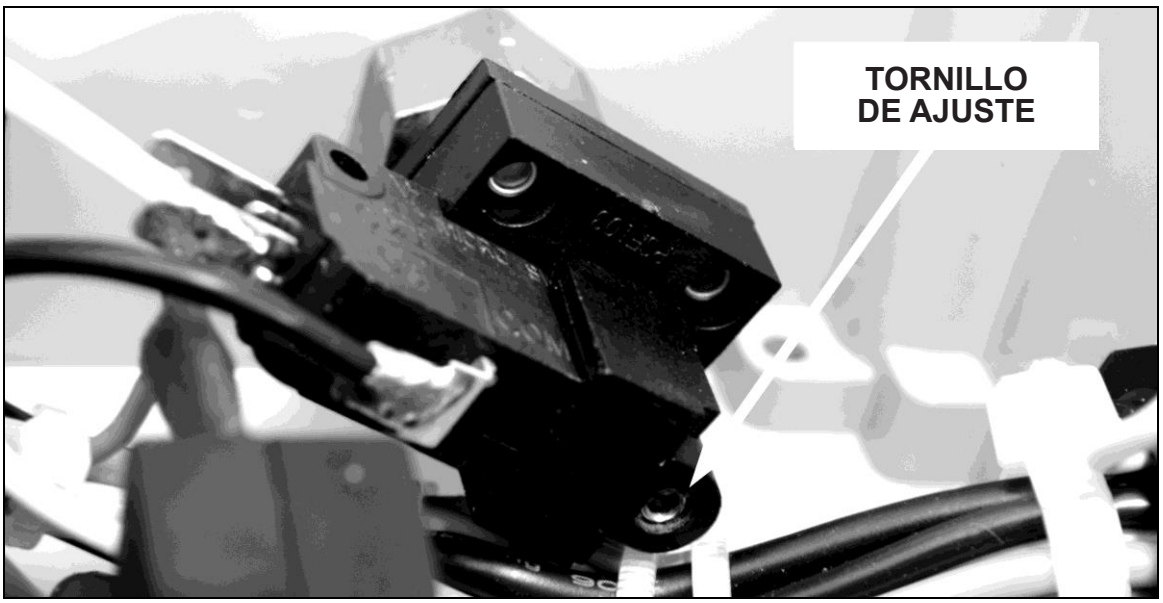

*Fig. 10 – Sensor de presión del aire de la caja de empalmes*
4. Localizar el sensor de presión en la caja de empalmes – ver Fig. 10. Utilizando una llave hexagonal (Allen) de 2 mm, girar el tornillo de ajuste hasta que se apague el indicador de ***Aire*** de la caja de control. Al girar el tornillo en sentido antihorario, el indicador se iluminará, y al girarlo en sentido horario, se apagará.
7. Girar el tornillo de ajuste en sentido antihorario la mitad del giro indicado en el paso (6).